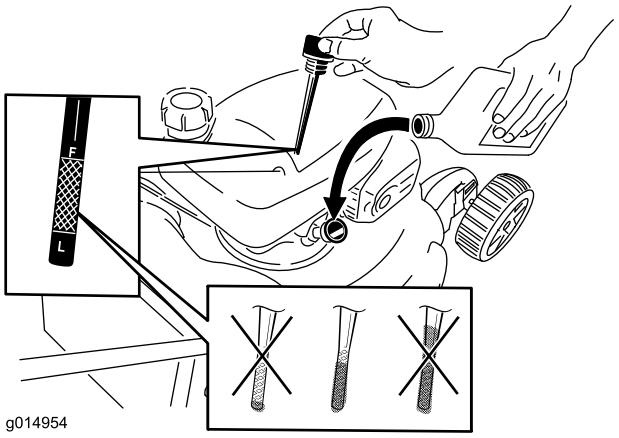

Bild 10
1. Nehmen Sie den Peilstab heraus und wischen Sie ihn ab. Stecken Sie ihn dann ganz ein (Bild 10).
2. Nehmen Sie den Peilstab heraus und prüfen Sie den Ölstand (Bild 10). Wenn der Ölstand unter der **Nachfüll**-Marke ist, gießen Sie **langsam** Öl in den Einfüllstutzen, um den Ölstand auf die **Voll**-Marke am Peilstab anzuheben. **Füllen Sie nicht zu viel ein.** (Max. Füllstand: 0,55 l, **Sorte: Waschaktives SAE 30-KFZ-Öl** mit der Klassifizierung SL, SM oder höher durch das American Petroleum Institute (API).) SAE 10W30 kann statt SAE 30 verwendet werden.